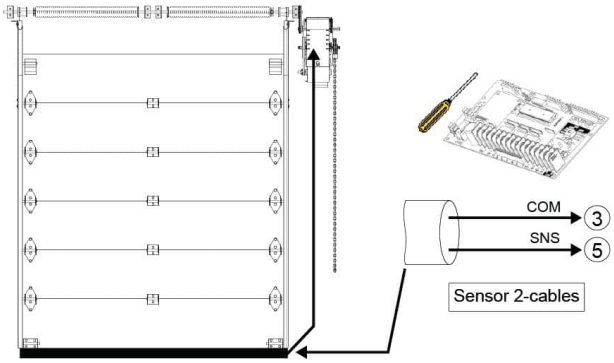

Figura 29 - Borde de detección eléctrico
3. Utilizar un cable en espiral o carrete de recogida para conectar los cables del sensor de inversión a los terminales del operador. Instalar los cables eléctricos de acuerdo a la Figura 29.